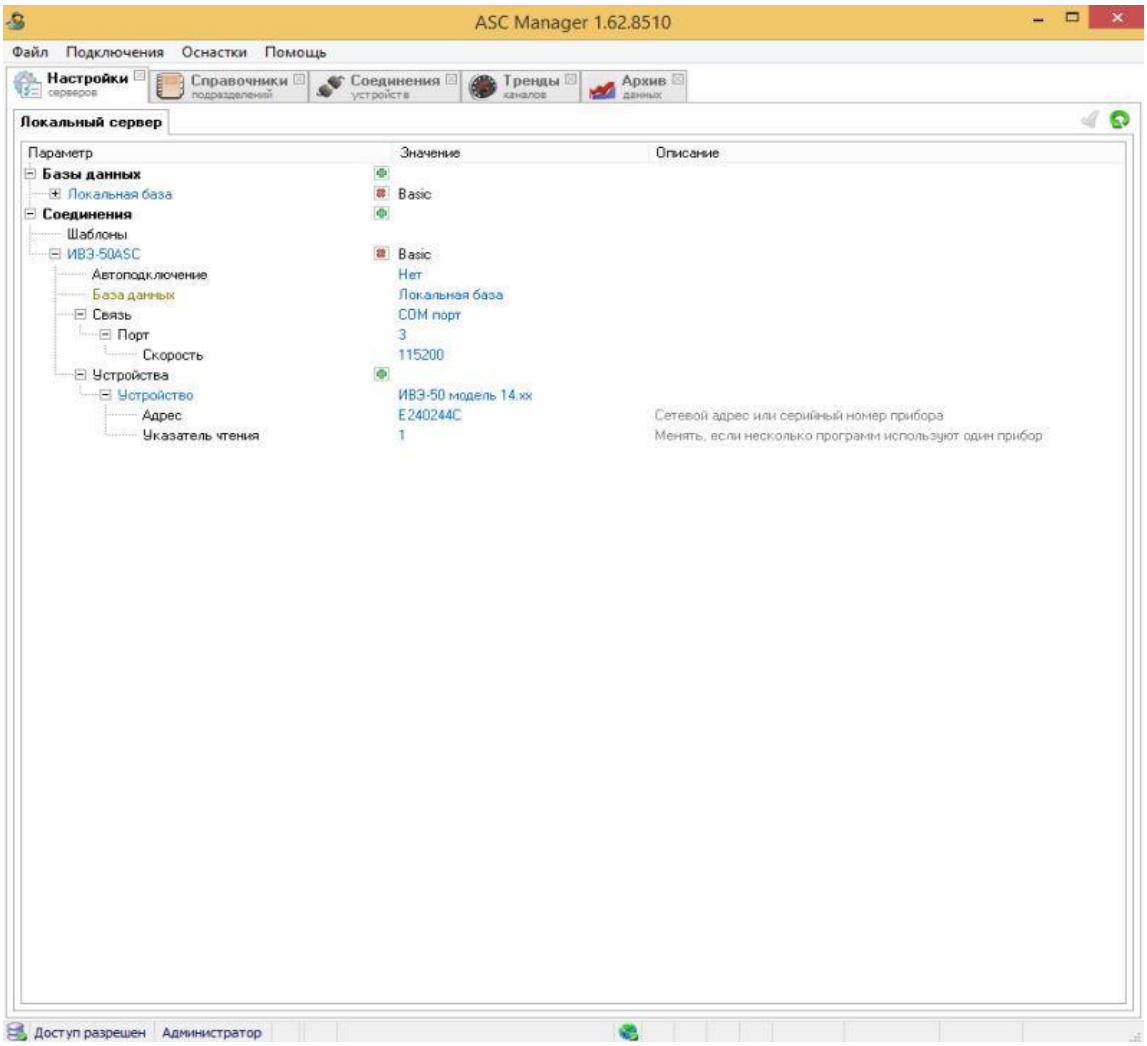

Рисунок 2
6.5.1 Во вкладке "Настройки" в разделе "Связь" выберите значение "COM порт", укажите номер порта к которому подключен модуль и задайте скорость работы порта "115200". В разделе "Устройство" задайте адрес ("Идентификатор связи") прибора ИВЭ-50 к которому подключен модуль (см. рис.2).